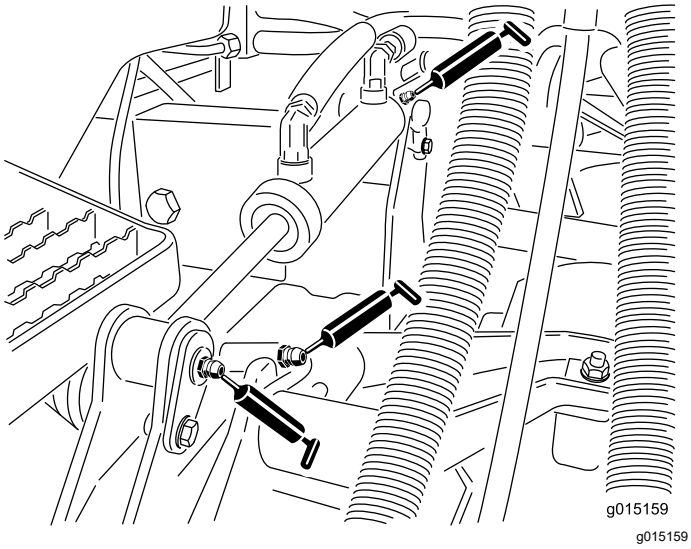

Figura 82
- Casquilhos do braço de elevação (1 por unidade de corte) (Figura 82)
- Casquilhos do cilindro de elevação (2 por unidade de corte) (Figura 82)